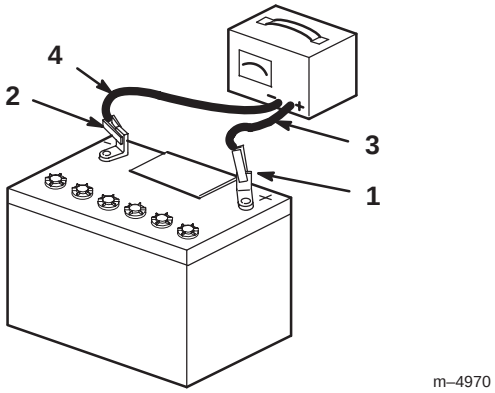

Figure 62
4. Quand la batterie est chargée au maximum, débranchez le chargeur de la prise, puis débranchez les fils du chargeur des bornes de la batterie (Fig. 62).